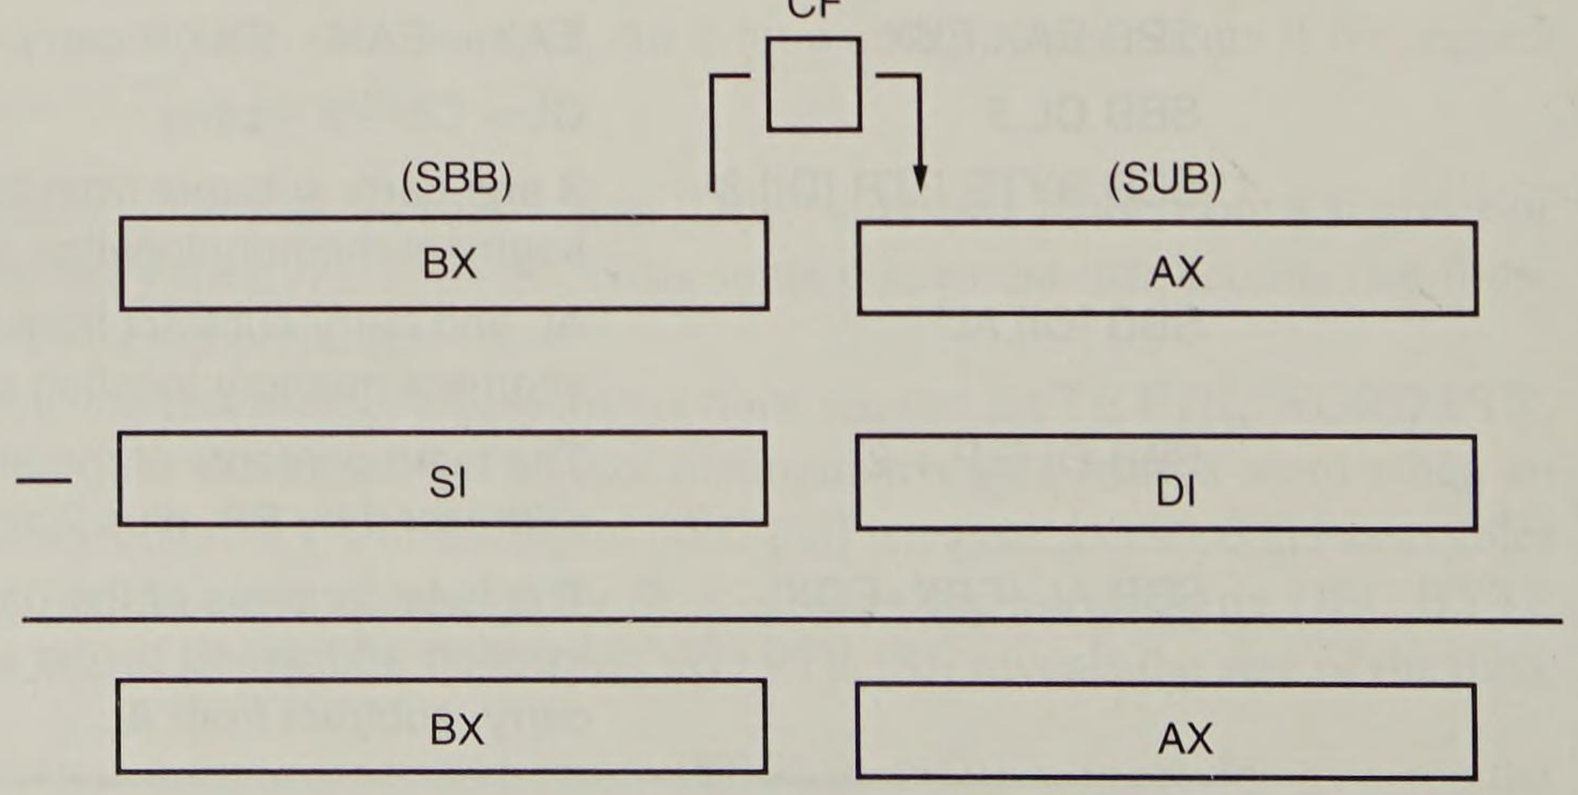

**FIGURE 5–2** Subtraction-with-borrow showing how the carry flag (C) propagates the borrow.
When the 32-bit number held in BX and AX is subtracted from the 32-bit number held in SI and DI, the carry flag propagates the borrow between the two 16-bit subtractions required to perform this operation in the 8086–80486 and Pentium microprocessors. Figure 5–2 shows how the borrow propagates through the carry flag (C) for this task. Example 5–11 shows how this subtraction is performed by a program. With wide subtraction, the least-significant 16- or 32-bit data are subtracted with the SUB instruction. All subsequent, more significant data are subtracted using the SBB instruction. The example uses the SUB instruction to subtract DI from AX, then SBB to subtract SI from BX.